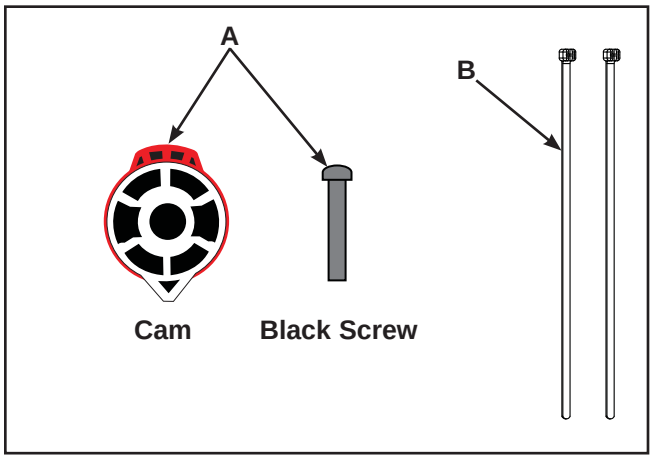

Figure 1
2. **Verify the kit contents shown in Figure 1.**
A. Kit, Preset Cam Assembly, With Screw (1), KAX-22891
B. Wire Tie, 9” (2), EH-00986
A. Locate the cam and black screw from the kit. See Figure 1.